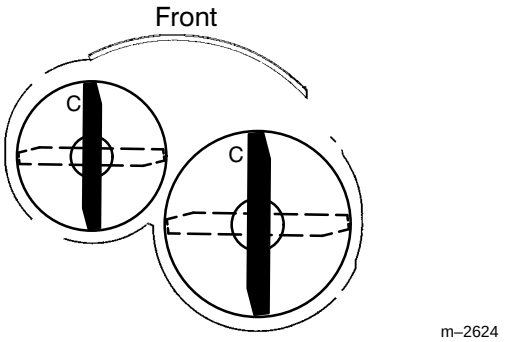
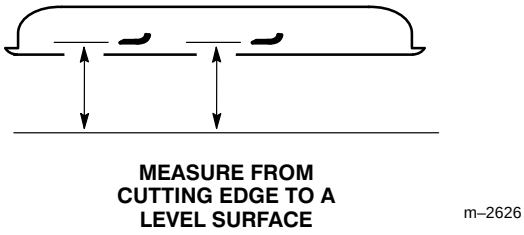

Figure 15
Figure 16
1. Rotate the blades until the ends face forward and backward (Fig. 15). Measure at the “C” locations from a level surface to the cutting edge of the blades (Fig. 16). Note this dimension.